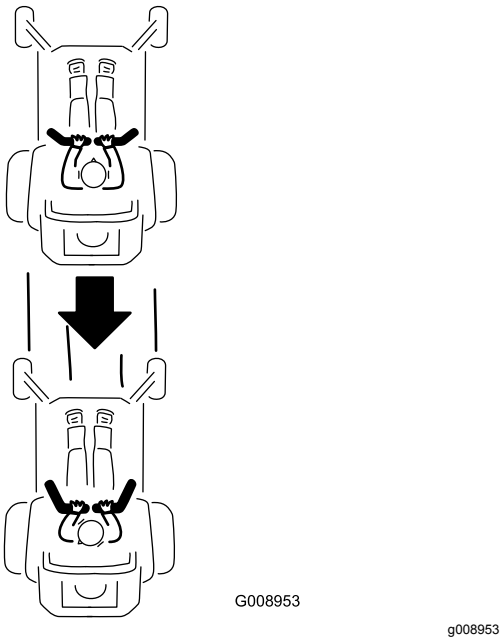

Figure 24
2. Pour vous déplacer en marche arrière, tirez lentement les leviers en arrière (Figure 24).